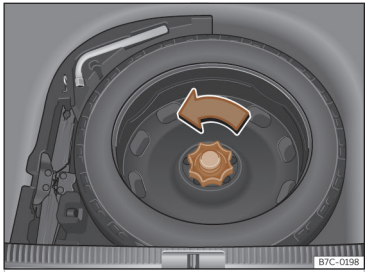

Abb. 222 Im Gepäckraum: hochgeklappter Ladeboden
- Drehen Sie das Rädchen entgegen dem Uhrzeigersinn ››› (Abb. 222).